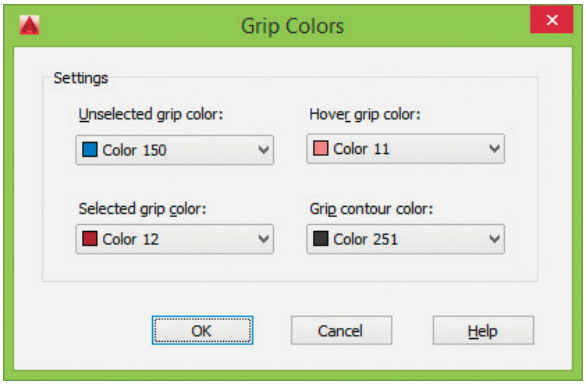

Рис. 3.30. Диалоговое окно определения цвета ручек
- Кнопка **Grip Colors...** – загружает одноименное диалоговое окно, предназначенное для определения цвета ручек и их элементов в различном состоянии (рис. 3.30):